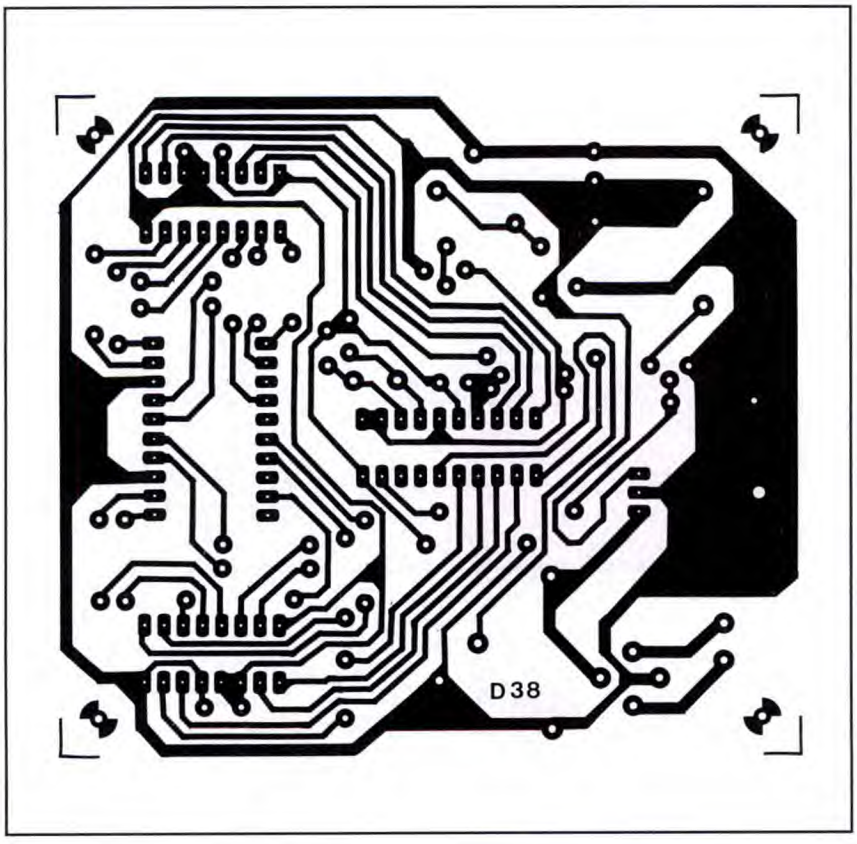
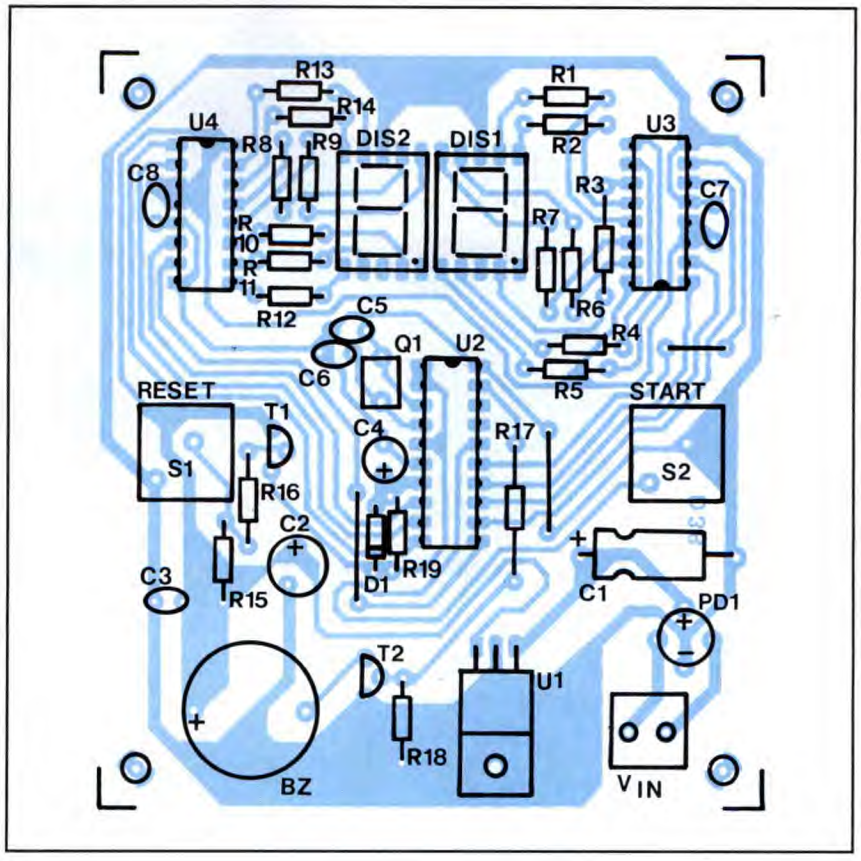

Figura 2. Basetta stampata della tombola vista dal lato rame al naturale.
Figura 3. Disposizione dei componenti sulla basetta.
apposta, ma va richiesto alla ditta Futura Elettronica di Rescaldina (MI) chiamando al numero 0331/576139. La basetta stampata si può realizzare agevolmente con la fotoinciosione o con il metodo manuale, seguendo la traccia illustrata al naturale in **Figura 2**. Per chi non potesse costruirla da sé abbiamo previsto un kit di montaggio, che si può richiedere anch'esso alla Futura Elettronica; naturalmente il kit comprende tutti i componenti compreso il microcontrollore programmato. Dunque, una volta in possesso della basetta conviene realizzare subito i tre ponticelli (utilizzando spezzoni di filo del diametro di 0,6-0,8 mm, o pezzi di terminali dei resistori) quindi inserire e saldare gli stessi resistori e i diodi tenendo sott'occhio la disposizione dei componenti di **Figura 3**. Quindi si saldino gli zoccoli per i CD4511 (8+8 pin) ed il microcontrollore (10+10 pin), dopodiché si possono saldare i display ed il cicalino; per i display raccomandiamo attenzione: vanno inseriti in modo che i punti decimali siano rivolti verso il microcontrollore. Si completa quindi il montaggio inserendo i pulsanti, il regolatore 7805 (da montare poi sdraiato per ridurre l'ingombro in altezza) il quarzo, i transistor, ed i condensatori. Terminato il montaggio occorre inserire i CD4511 ed il micorocontrollore nei rispettivi zoccoli (seguite sempre la disposizione componenti per evitare di metterli al contrario) e verificare che sia tutto a posto prima di dare l'alimentazione. Se, controllando con lo schema elettrico, è tutto in ordine, si può procedere al collaudo; a tale scopo occorre procurarsi una pila da 9 V (meglio che sia alcalina) e collegarla mediante un'apposita presa polarizzata allo stampato, direttamente all'ingresso del ponte raddrizzatore così da non dover badare alla polarità. Se avete fatto le cose per bene deve suonare il cicalino per circa due secondi, quindi i display devono essere spenti; finito il suono del cicalino il circuito è pronto all'uso. Premete il pulsante S2 (quello a destra del microcontrollore) e verificate che compaia un numero sul display, accompagnato dal suono del cicalino. Prima di concludere facciamo notare che il circuito può essere agevolmente alimentato con un trasformatore con primario da rete e secondario 9V, 100 mA, da collegare ai punti di ingresso del ponte raddrizzatore. Chiaramente utilizzando il trasformatore converrà tenerlo lontano dal tavolo su cui si gioca e mandare la bassa tensione, sia pure alternata (quella del secondario) al circuito mediante un cavetto di lunghezza adeguata.